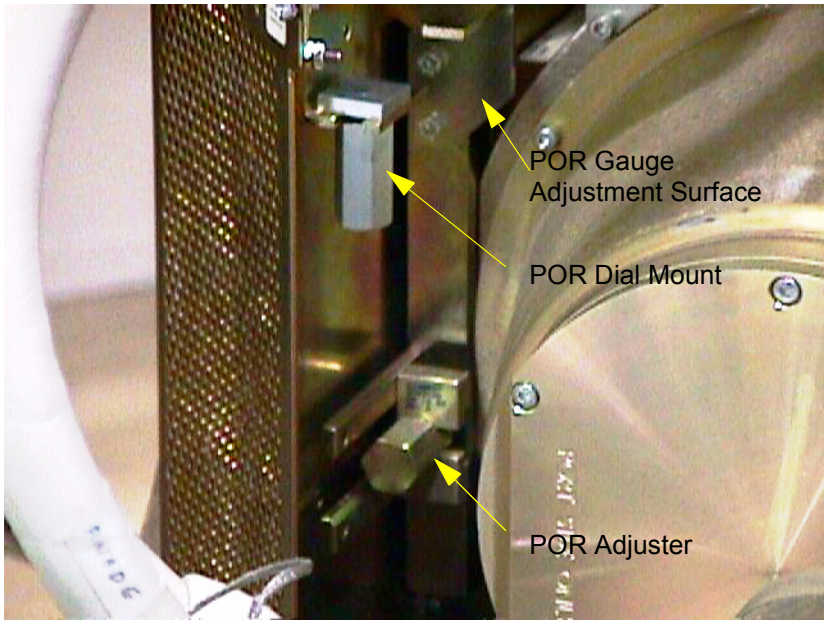

Figure 12-16 POR Gauge Mount and Adjuster.
1.) Mount the Dial Indicator onto the Collimator / Tube Assembly as shown Figure 12-16. *Make sure you zero the dial indicator, when it is securely in place*.